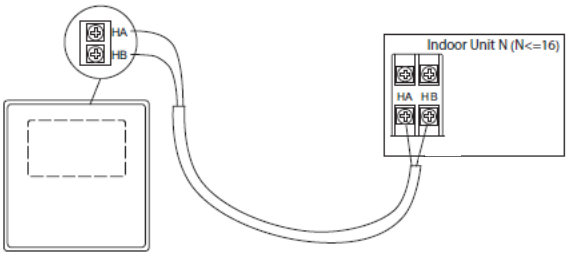
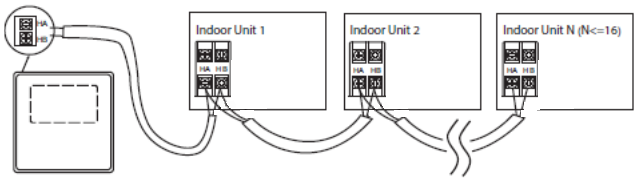

Fig. 5 — One-to-One Control Connection
Fig. 6 — Group Controller Connection
9. Connect one end of the shielded 2-core control cable to the indoor unit HA/HB terminal on the unit and other end to the controller HA/HB terminal. For connecting the con-troller to a single indoor unit see Fig. 5. For connecting the controller to multiple indoor units see Fig. 6.